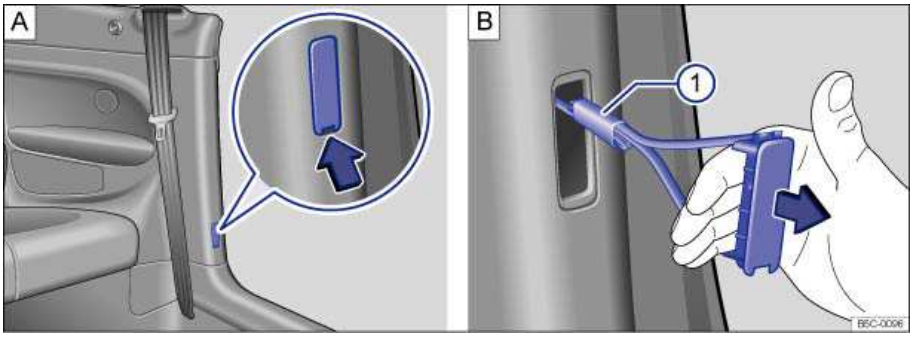
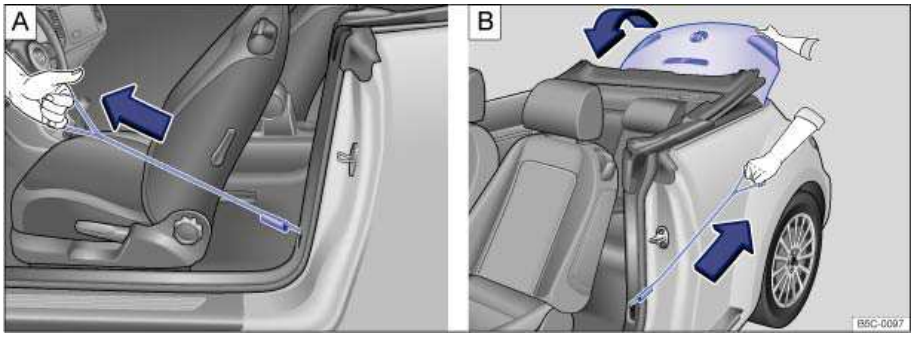

Fig. 152 In the bottom of the driver door pillar: Emergency release cover.
Fig. 153 In the bottom of the driver door pillar: Luggage compartment lid emergency release.
- Insert the vehicle key from below (in the direction of the arrow) into the opening in the cover ⇒ fig. 152 **A**. Carefully remove the cover from the trim with the vehicle key.
- Grasp the cover and pull on the release loop attached to it **B** (1) in the direction of the arrow until the cord is completely extended.
- Pull slowly and firmly on the release loop in the direction of the arrow until the luggage compartment lid releases ⇒ fig. 153 **A**.